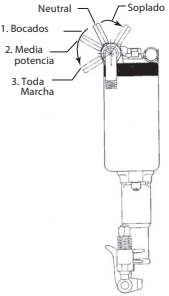

Figura 1. (Esq. 16578304)
- El martillo rompedor está controlado mediante el movimiento de la planca como lo ilustra la Figura 1.